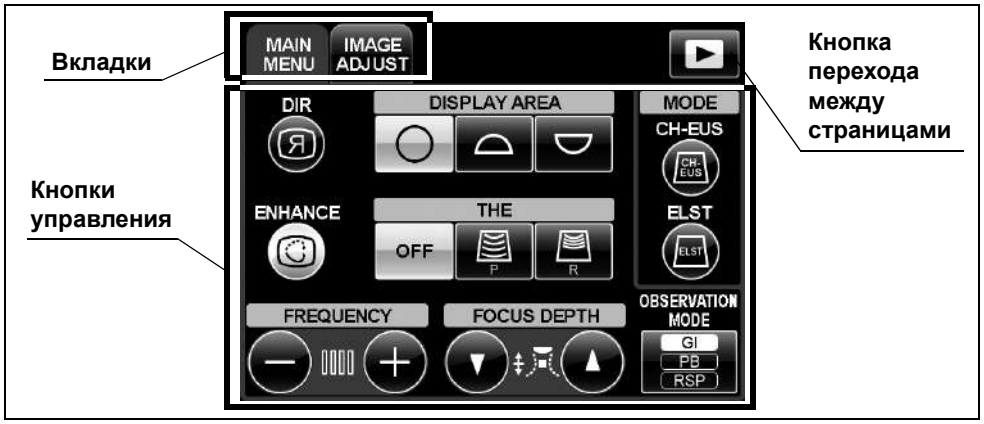

рисунок 7.50
- На рис. 7.50 показан дисплей сенсорной панели при использовании ультразвукового эндоскопа с электронным радиальным сканированием.